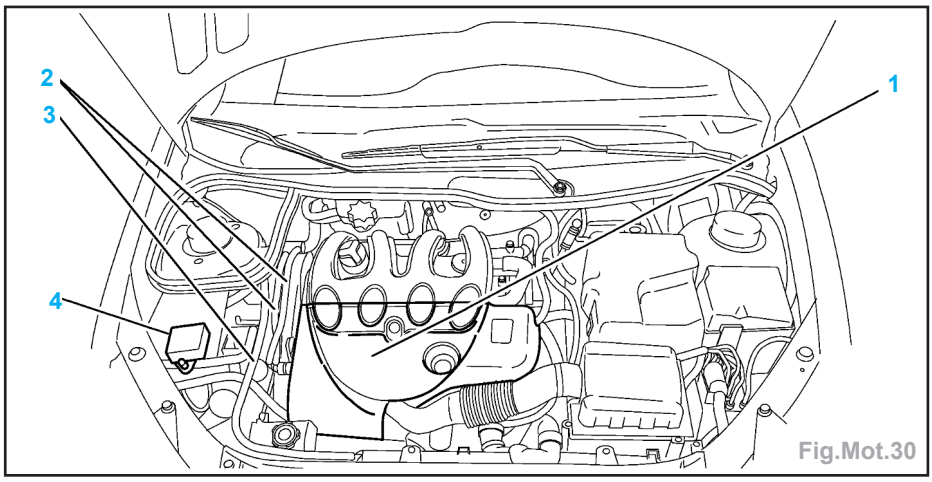

Fig.Mot.30
- Déposer le cache-style (1) (Fig.Mot.30).
- les tuyaux de carburant (2),
- le tuyau de dégazage (3),
- le boîtier électronique (4).